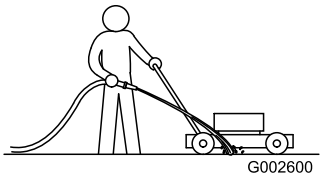

**Figur 23**
1. Spruta en vattenstråle framför det **högra** bakhjulet medan motorn är igång och gräsklipparen befinner sig på en plan stenbelagd yta (Figur 23).